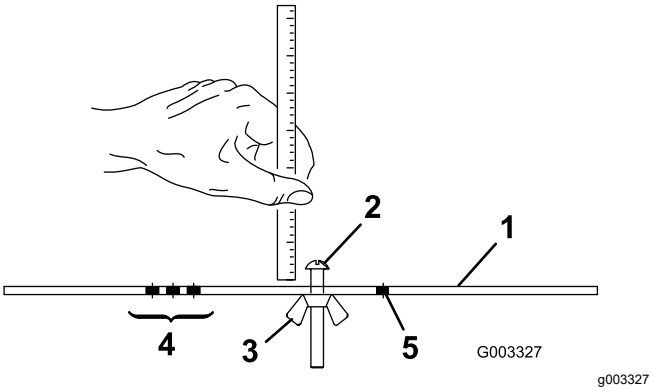

Рисунок 16
2. Ослабьте затяжку гайки измерительной планки (Рисунок 16) и установите регулировочный винт на требуемую высоту скашивания.